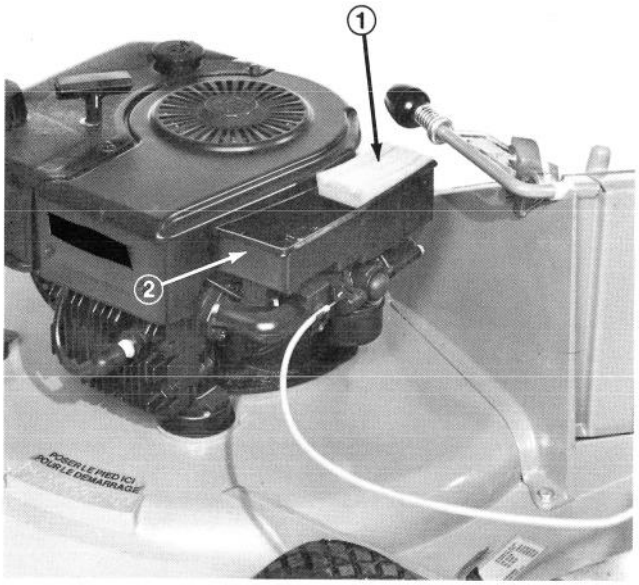

Figure 27
3. Look at top of air cleaner element (Fig. 27). If it is dirty, the element must be removed from air cleaner body (Fig. 27) and cleaned.
D. Place element into the air cleaner body (Fig. 27).